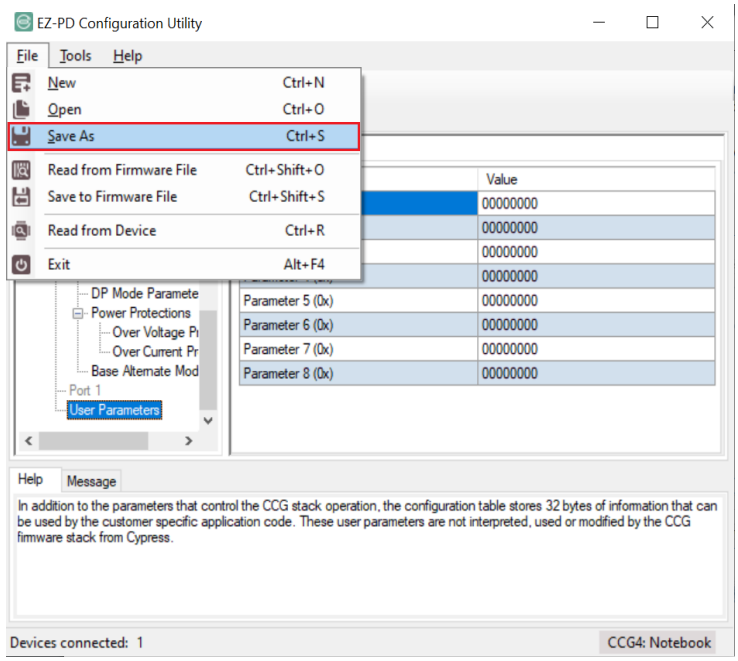

**Figure 17 Saving modified configuration parameters of the CCG4 device**
5. Click **File** > **Save As** and save the modified configuration parameters of the CCG4 device as an XML file, as shown in Figure 17. The CYACD and C files are saved at the same location by default.